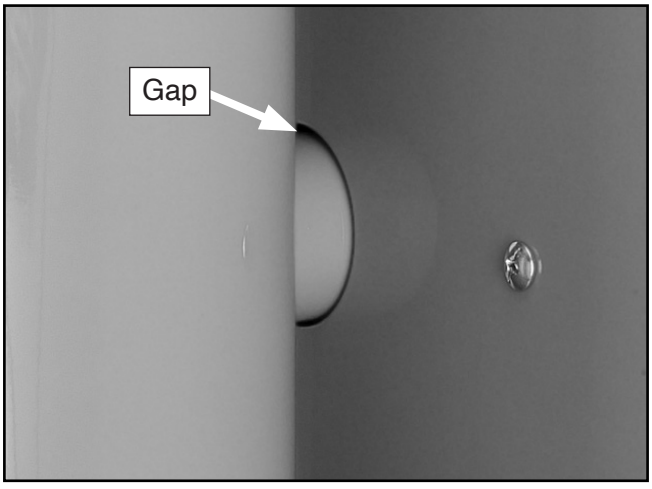

Figure 21. Dust collector gap to be sealed.
Note: *Removing this baffle provides access to full circumference of dust collector suction pipe so sealant can be evenly applied without leaks. When dust collector is in operation, and gap shown in* ***Figure 21*** *is sealed, good left-to-right cross cabinet airflow can be achieved for optimum visibility, especially when CFM drops off.*
23. Using silicone (not supplied), seal gap shown in **Figure 21** between suction port and hole in cabinet wall.